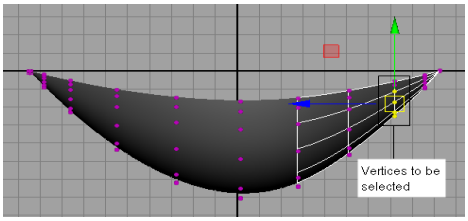
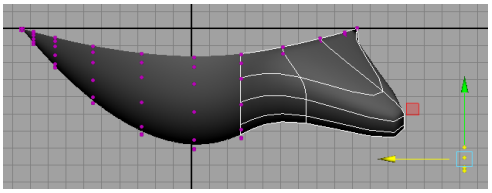

Figure 4-58 *Selecting vertices*
Figure 4-59 *Vertices moved downward to create the tail of the ship*
10. Make sure the rebuilt surface is selected. Next, press and hold the right mouse button over it and choose **Control Vertex** from the marking menu displayed; the vertex selection mode is activated. Next, marquee-select the vertices using the SHIFT key, as shown in Figure 4-58. Move the vertices downward to create tail of the ship, as shown in Figure 4-59.